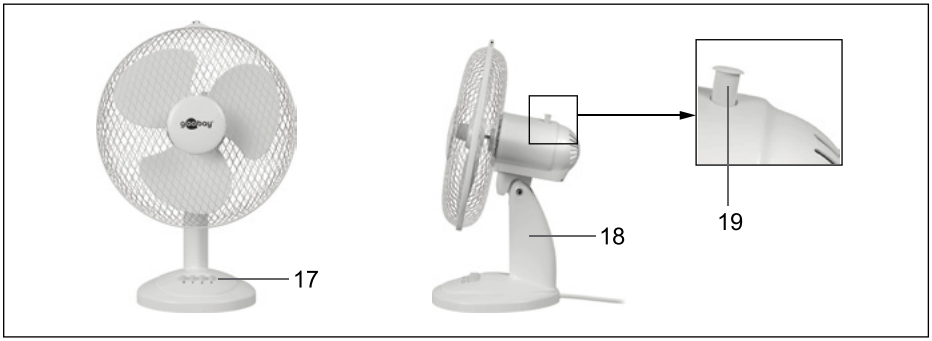

Fig.53: Ventilador de mesa montado
11. Coloque el aro que acaba de formar sobre el borde de la rejilla de protección trasera (14).
El borde de la rejilla debe quedar insertado en la ranura trasera (15) de la cinta de fijación. Fig. 53 a).
12. Coloque la ranura de protección delantera (6) en la ranura delantera (16) de la cinta de fijación, fig. 53 b).
13. Continúe apretando en sentido horario el tornillo con ranura en cruz del aro de fijación con un destornillador adecuado. Fig. 53 c).